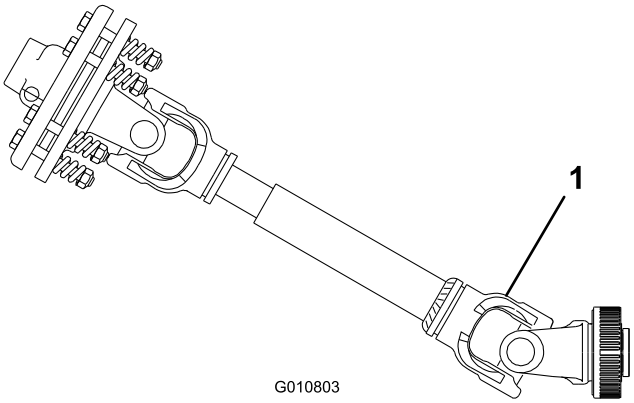

**Figur 23**
**Viktig: Når du kobler til kraftuttaket, må du sørge for at luftemaskinen ikke heves høyere enn nødvendig. Hvis du heiser maskinen for høyt opp, kan kraftuttaksakselen brekke (Figur 23). Gå aldri fra kraftuttaket mens det er i gang, når luftemaskinen er oppheist. Kraftuttaket kan drives med en vinkel på opptil 25°, men vinkelen kan ikke overskride 35° når luftemaskinen står i den høyeste stillingen.**